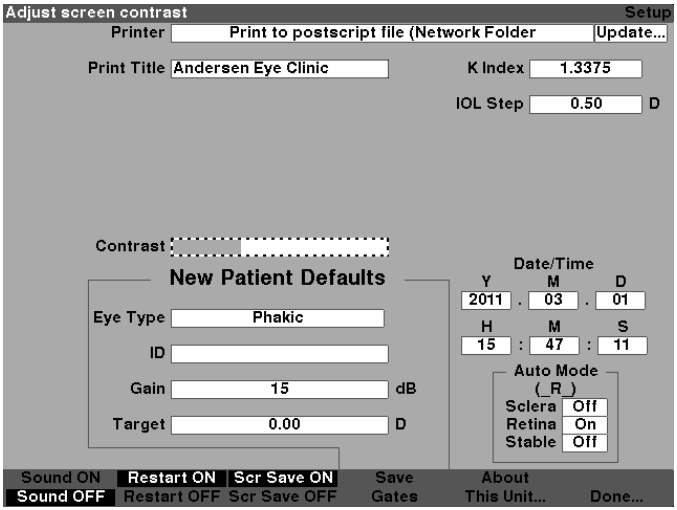

Figure 5-39 Adjusting the Contrast
3. With the Contrast field active, rotate the knob to adjust the white/grey contrast of the screen. The amount of grey vs. white is indicated in the Contrast field by a solid grey bar, that increases or decreases as you adjust the contrast as shown in figure 5-39.